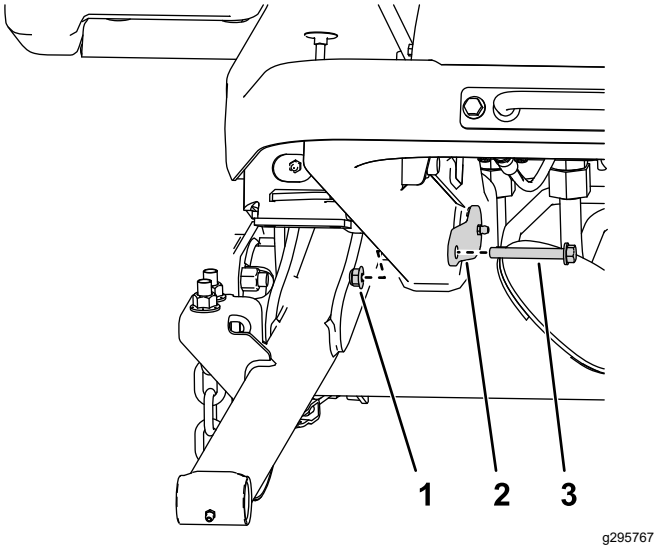

Figuur 6
4. Gebruik 2 moeren (⅜") en 2 bouten (⅜" x 2¾") om de grote pennen aan het frame te bevestigen (Figuur 6).